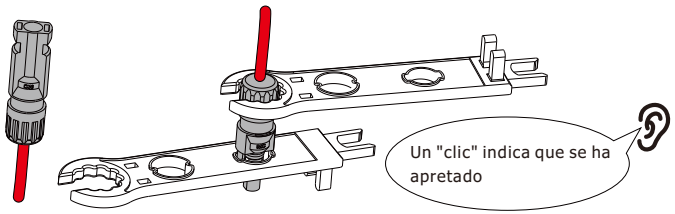

Figura 4.1-3 Conector con la tuerca ciega enroscada
Paso 3. Inserte la clavija de contacto en la parte superior del conector y apriete completamente la tuerca ciega a la parte superior del conector, como se muestra en la Figura 4.1-3.